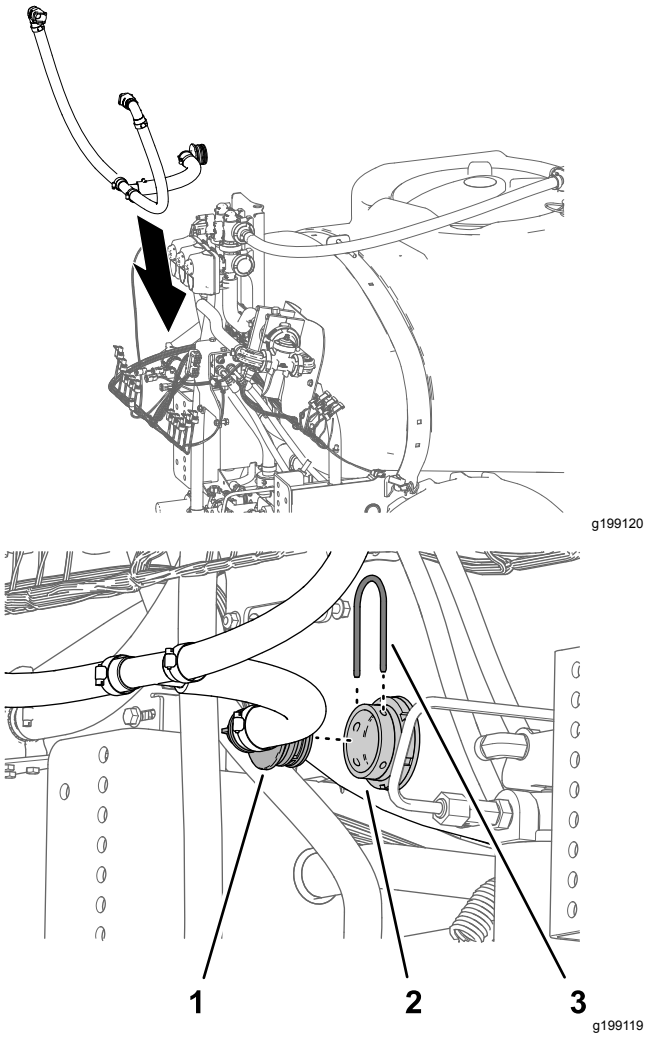

Figuur 92
1. Lijn de omloopslang uit met de spuittank (Figuur 92).